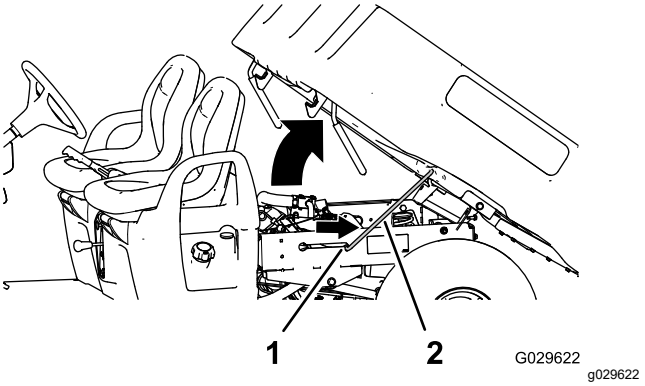

Figura 14
2. Tire de la varilla de sujeción hasta que entre en la muesca de retención para sujetar la plataforma (Figura 14).
2. Extraiga la varilla de sujeción de la ranura de retención (Figura 14).
3. Baje la plataforma hasta que se enganche firmemente en su sitio (Figura 14).